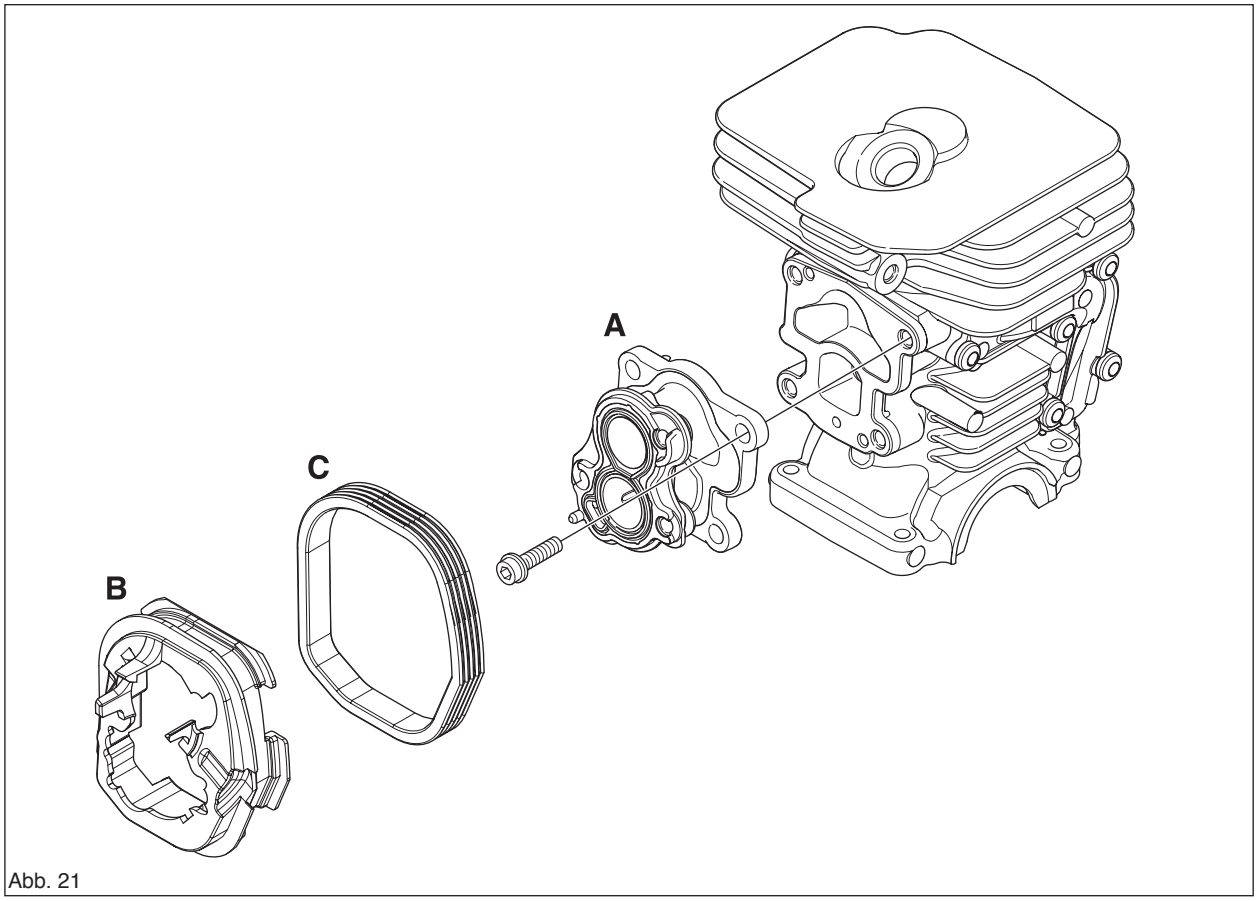

Abb. 21
(Siehe Abb. 21.)
Einlassstutzen (A) und Trennwände (B und C) am Zylinder mit Werkzeug 502 50 87-01 montieren. (Siehe Abb. 21.)